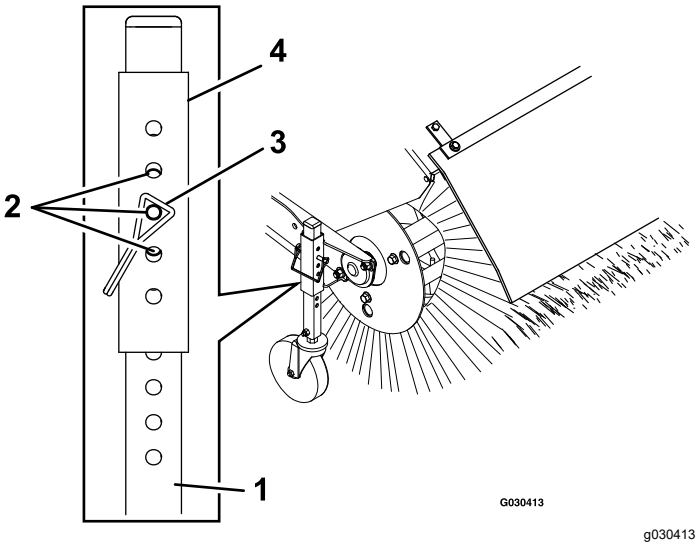

Figuur 9
3. Instellen van de borstelhoogte: neem de pen uit de instelhuls en de zwenkwielbuis (Figuur 9) en bewaar deze.
5. Voor de fijninstelling kun u de instelhuls 1 gat hoger of lager verstellen op de zwenkwielbuis om de borstelhoogte in stappen van 3 mm in te stellen (Figuur 9). Herhaal stap 3 tot en met 5 voor het andere zwenkwiel.